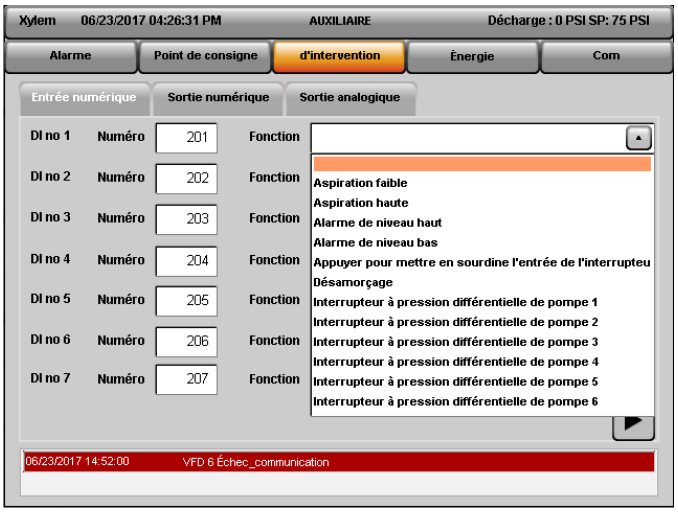
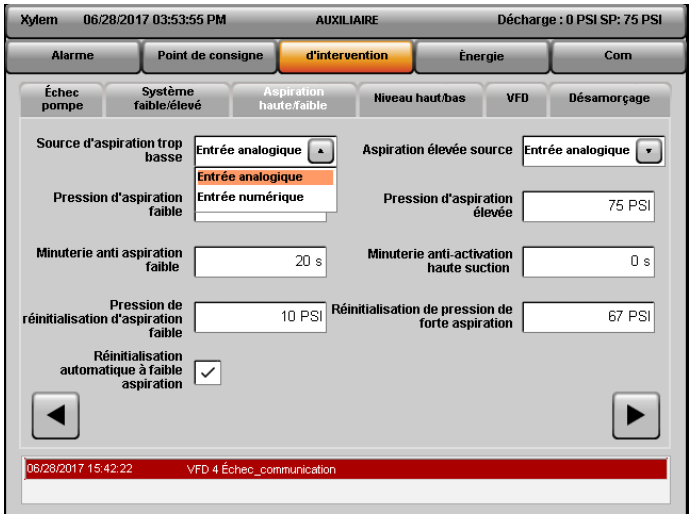

Figure 5.5.18 – EN en option
Figure 5.5.19 – Alarme d'aspiration basse/haute configurée comme EN
L'écran d'une [**entrée numérique**] en option est illustré à la Figure 5.5.18. À gauche se trouvent des chiffres allant de 201 à 207. Il s'agit de numéros de bornes. Sélectionner la fonction désirée par rapport au numéro de la borne branchée dans le panneau de commande. Consulter le schéma de câblage du panneau de commande pour les détails.
1. **Aspiration basse** – Une EN peut être configurée pour un interrupteur à aspiration basse en option sous Fonction comme l'illustre la Figure 5.5.18. Vous devez également sélectionner Source d'aspiration basse comme entrée numérique à la section [**Aspiration basse/haute**] sous [**Configuration d'une alarme**] pour activer la protection en cas d'aspiration basse en fonction de l'interrupteur à aspiration basse, comme l'illustre la Figure 5.5.19. L'alarme d'aspiration basse est ainsi détectée lors d'un signal haut actif.
2. **Aspiration haute** – Une EN peut être configurée pour un interrupteur à aspiration haute en option sous Fonction comme l'illustre la Figure 5.5.18. Vous devez également sélectionner Source d'aspiration haute comme entrée numérique à la section [**Aspiration basse/haute**] sous [**Configuration d'une alarme**] pour activer la protection en cas d'aspiration haute en fonction de l'interrupteur à aspiration haute, comme l'illustre la Figure 5.5.19. L'alarme d'aspiration haute est ainsi détectée lors d'un signal haut actif.
3. **Alarme de niveau haut** – Une EN peut être configurée pour un interrupteur à niveau haut en option sous Fonction comme l'illustre la Figure 5.5.18. L'alarme de niveau haut est ainsi détectée lors d'un signal haut actif.
4. **Alarme de niveau bas** – Une EN peut être configurée pour un interrupteur à niveau bas en option sous Fonction comme l'illustre la Figure 5.5.18. L'alarme de niveau bas est ainsi détectée lors d'un signal haut actif.
5. **Entrée d'interrupteur-poussoir de coupure** – Une EN peut être configurée pour un interrupteur-poussoir de coupure en option sous Fonction comme l'illustre la Figure 5.5.18. Cette EN en option peut être utilisée pour couper l'avertisseur sonore en forçant le signal de sortie de l'alarme de SN en option à passer à bas.
6. **Désamorçage** – Une EN peut être configurée pour un interrupteur à désamorçage en option sous Fonction comme l'illustre la Figure 5.5.18. L'alarme de désamorçage est ainsi détectée lors d'un signal haut actif.
7. **Interrupteur à pression différentielle de la pompe X** – Un interrupteur à pression différentielle peut être configuré comme EN en option pour la pompe désirée comme l'illustre la Figure 5.5.18. REMARQUE : X est le numéro de la pompe**.**